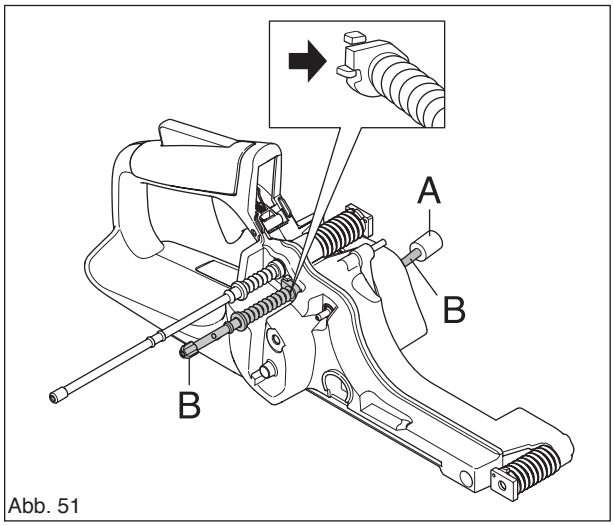

Abb. 51
2. Filterhalterung an den Gummiaufhängungen montieren (B). (Siehe Abb. 51.)
Die vier Schrauben des Zylinders von der Unterseite entfernen und den Zylinder vorsichtig herausheben. (Siehe Abb. 51.)